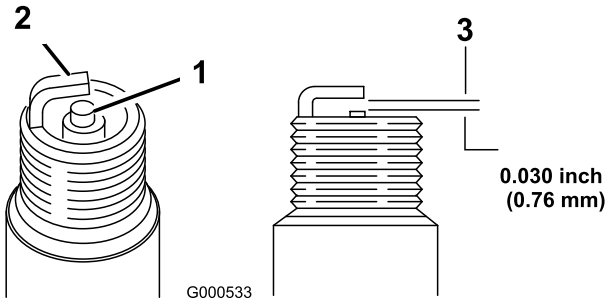

Figur 27
5. Ställ in gapet på det nya stiftet till 0,76 mm (Figur 27).